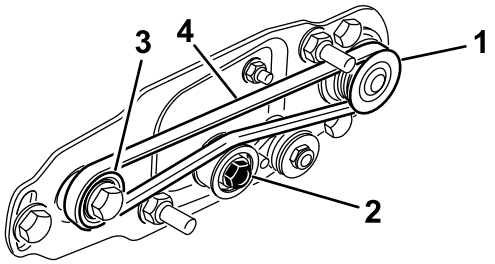

**Рисунок 26**
A. Обведите ремень вокруг **ведущего** шкива, а затем проложите по верхней части натяжного ролика (Рисунок 26).
B. Начните надевать ремень на **ведомый** шкив (Рисунок 26).